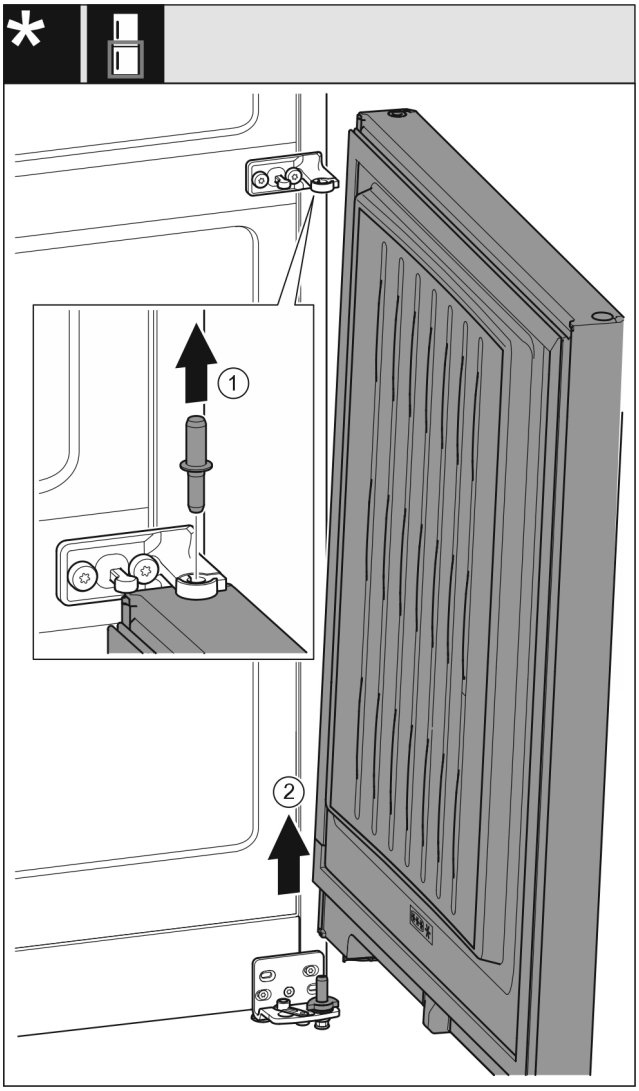

Fig. 31 Ohne Schließdämpfer*
▶ Bolzen *Fig. 31 (1)* nach oben herausziehen.*
▶ Tür *Fig. 31 (2)* herausschwenken, nach oben ziehen und beiseitestellen.*